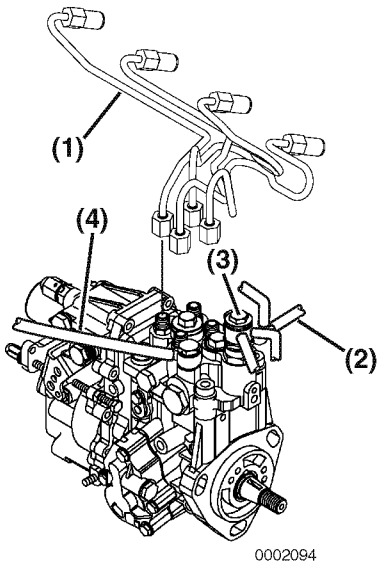

Figure 7-9
5. Remove the high-pressure fuel injection lines as an assembly **(Figure 7-9, (1))**.
8. Disconnect the coolant lines from the cold start device **(Figure 7-9, (3))** on the fuel injection pump. Plug the open ends of the lines to minimize leakage and prevent contamination. This cooling water pipe is not used in electronically controlled engines 4ÇsNV84T-Z, 4TNV98-Z, 4TNV98-Z, and 4TNV98T-Z.
9. Disconnect the fuel return lines from the fuel return fitting **(Figure 7-9, (2)).** Plug the open ends of the lines to minimize leakage and prevent contamination.
10. Remove the fuel supply line **(Figure 7-9, (4))**. Plug the open end of the line to minimize leakage and prevent contamination.